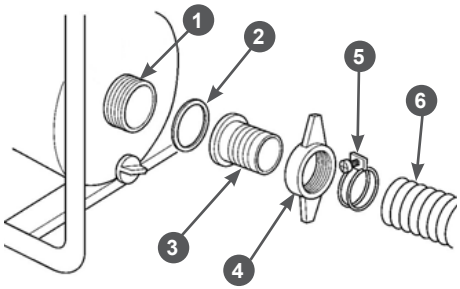

Рис. 15 Установка всасывающего рукава
3. Установите патрубок 3 через уплотнительное кольцо 2 к всасывающему фланцу 1 насоса и плотно затяните гайку 4 патрубка (Рис. 15).
4. Наденьте до упора всасывающий рукав 6 на патрубок 3 и затяните его хомутом 5 (Рис. 15).